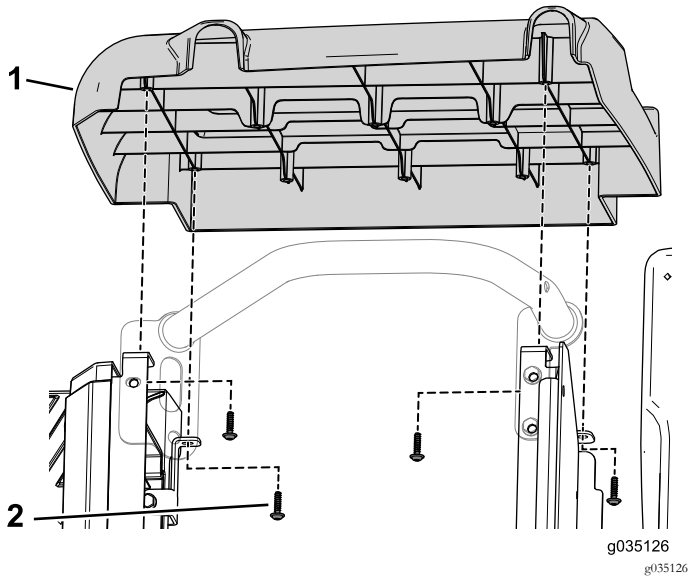

Figura 54
3. Remova os quatro parafusos autorroscantes que prendem a cobertura do lado direito à máquina (Figura 54).